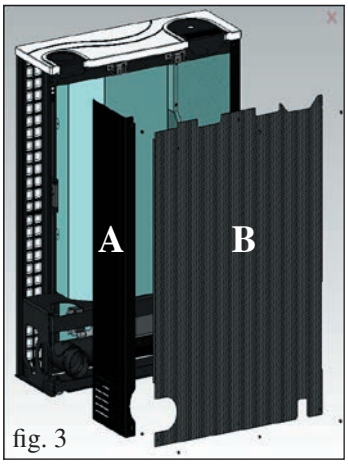

fig. 3
- Démonter le côté métallique droit en enlevant 2 vis (A - fig. 3).